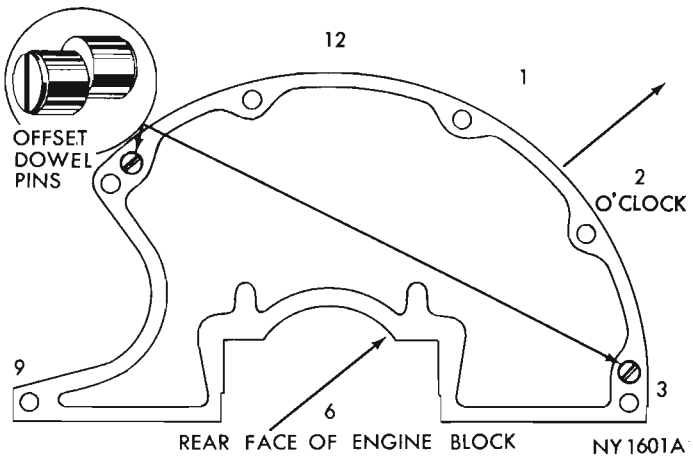

Fig. 18—Offset Dowel Diagram (6 Cyl.)
(2) With C-771 Flywheel Turning Tool, turn flywheel while noting dial indicator needle deflection. Bore out-of-round must not exceed .008 inch maximum total indicator reading, or .004 inch, one-half total indicator reading.
(3) Excess bore runout can be corrected by installing correct size offset dowels (Fig. 18 or 19). These dowels are available in three offset sizes and they **must be** installed in pairs of the same size: .007 inch, Part Number 1736347; .014 inch, Part Number 1736348 and .021 inch, Part Number 1736353.
(4) To illustrate recommended correction procedure, assume total indicator reading is .020 inch, in a direction which approximates 2 o'clock on engine block (Fig. 18 or 19), depending on model.
(5) In this case, housing is off crankshaft centerline .010 inch (one-half total indicator reading) which is .006 inch greater than allowable limit of .004 inch (one-half total indicator reading).
(6) In the case under consideration, installation of two .007 inch dowels will bring runout within the allowable limits of .004 inch or .010 inch minus .007 inch (dowels) which equals .003 inch runout.
(7) The amount of eccentricity of the dowel will